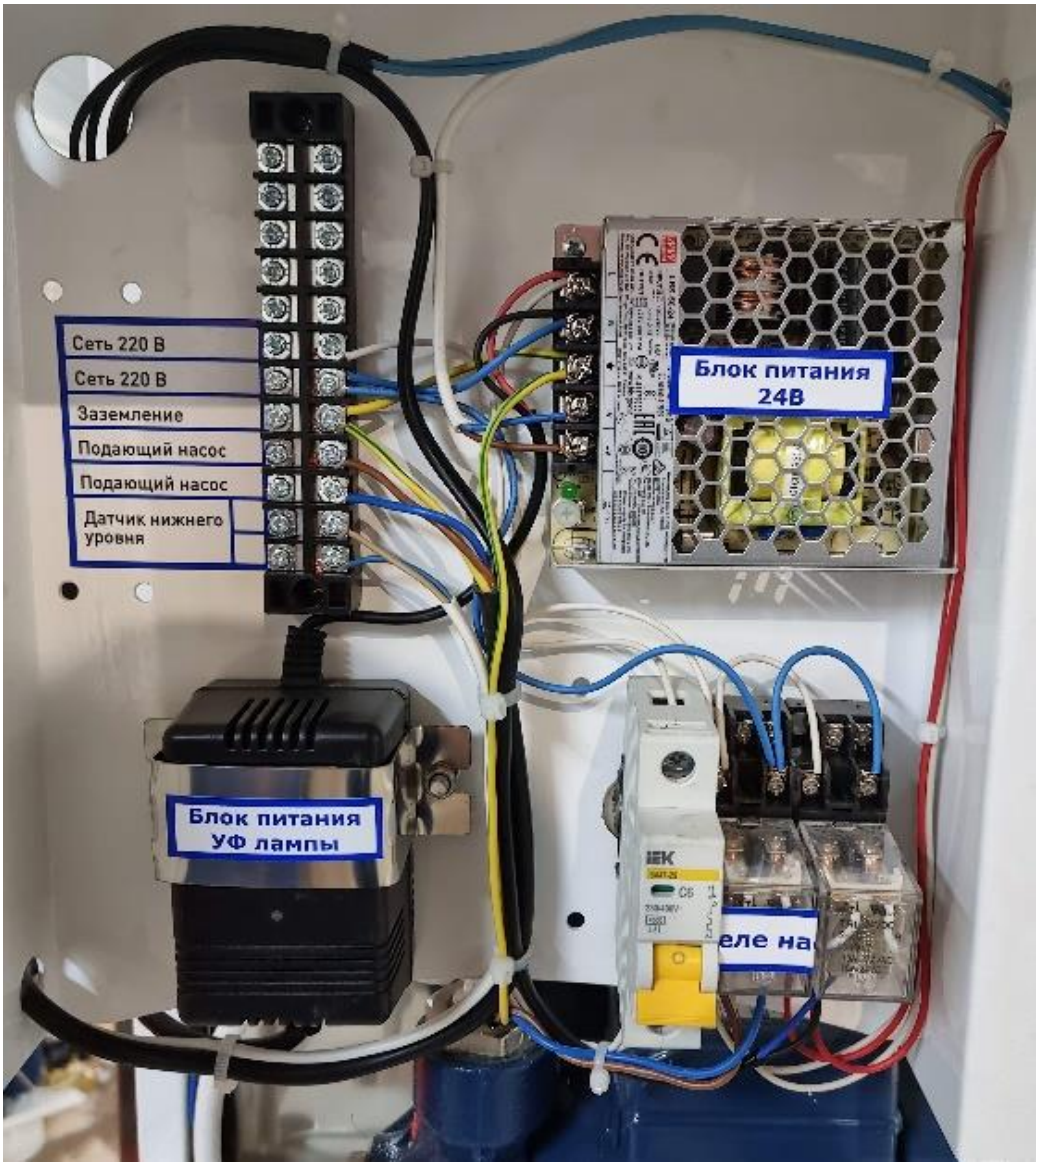

Рисунок 1
На лицевой части системы очистки находится ящик для подключения электропитания и датчиков контроля (рисунок 1), в него установлены: клеммная колодка, блок питания 24В, автомат включения, реле насоса, блок питания УФ-лампы.
5.1. Убедиться в качественном подключении к сетям Рис.1,2